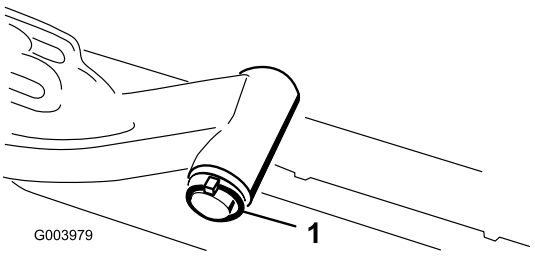

Figure 16
A. Remove the lynch pin and washer securing the lift arm pivot shaft to the lift arm and slide the lift arm pivot shaft out of the lift arm (Figure 16).
C. Insert the lift arm shaft into the lift arm and secure it with the washer and lynch pin (Figure 16).